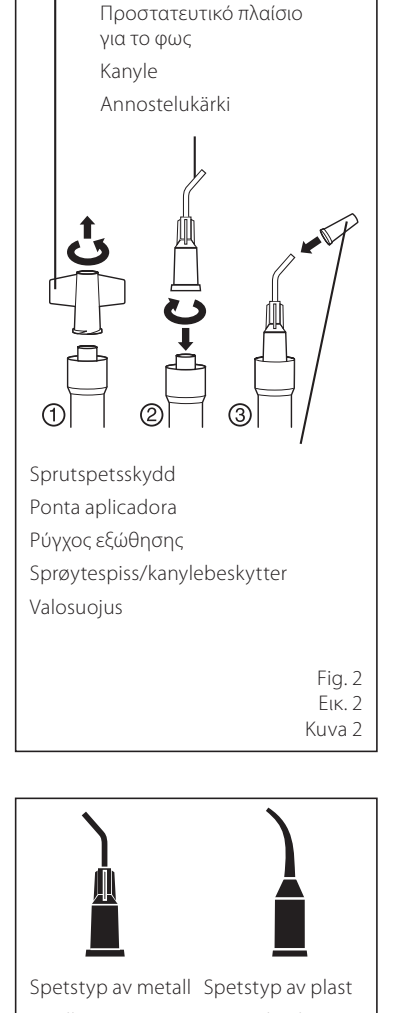
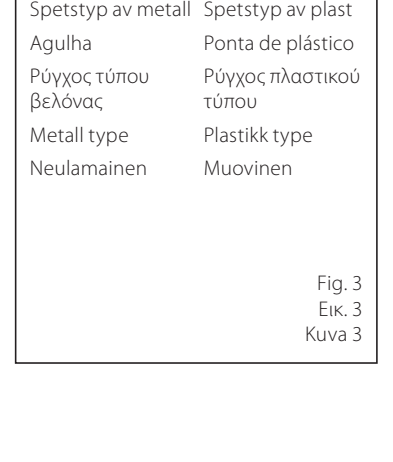

Fig. 2 Εικ. 2 Kuva 2
Fig. 3 Εικ. 3 Kuva 3
1) Hold sprøjten lodret og fjern skruehætten ved at dreje den imod uret. Vær forsigtig således, at materialet ikke udsættes for direkte lys, det være sig fra dentallampen eller dagslys (Fig. 2).
2) Påsæt straks sprøjtespidsen på sprøjten ved at dreje med uret (Fig. 2)(Fig. 3).
3) Beskyt sprøjtespidsen imod lys ved at montere sprøjtespidshætte indtil sprøjten skal anvendes (Fig. 2).
1) Håll sprutan upprätt och avlägsna vingmuttern genom att vrida moturs. Var försiktig så att materialet inte utsätts för direkt ljus från vare sig operationslampan eller från vanligt dagsljus (Fig. 2).
2) Sätt fast sprutspetsen på sprutan genom att vrida den medsols (Fig. 2)(Fig. 3).
3) Skydda sprutspetsen mot ljus med hjälp av sprutspetsskyddet tills den ska användas (Fig. 2).